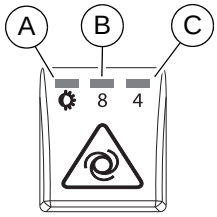

Figure 3-15. AUTO Mode Button—LEDs
3. See ***Figure 3-15***. Press AUTO mode button until desired schedule is active. See ***AUTO Run Scheduling***.
See ***Figure 3-15***. Three schedules are available. The active schedule is indicated by an illuminated LED on the AUTO mode button.